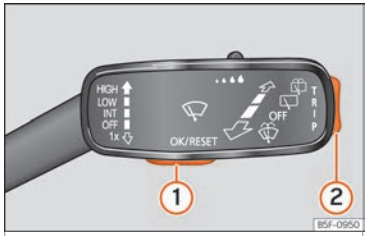

Fig. 75 Manípulo do limpa para-brisas: botões de controlo.
Enquanto existir uma advertência com prioridade 1 ››› **Página 82**, não será possível aceder a nenhum menu. Algumas advertências podem ser confirmadas e ocultadas com o botão ››› **Fig. 75** (1).